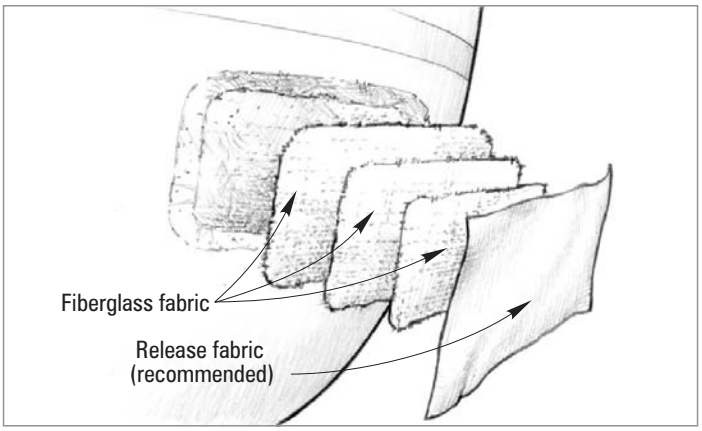

Figure 4-10 *Rebuild the laminate to its original thickness using multiple layers of glass cloth, bonded with epoxy.*
1. Cut an appropriate number of pieces of fiberglass cloth the same shape as the repair area. The first piece should be slightly smaller than the outside of the beveled edge with subsequent pieces gradually getting smaller. The final layer should be the same size as the bottom of the bevel, and the combined thickness of the layers should be slightly thinner than the original panel to allow for final shaping and fairing. Also cut one piece of WEST SYSTEM 879 Release Fabric or peel ply, several inches larger than the repair area. This will be used to smooth the patch into place *(Figure 4-10)*.